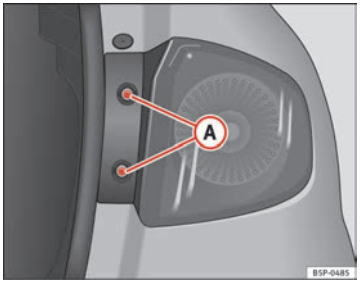

Fig. 191 Side lights and brake lights
– Remove the bolts ⇒ fig. 191 (A).